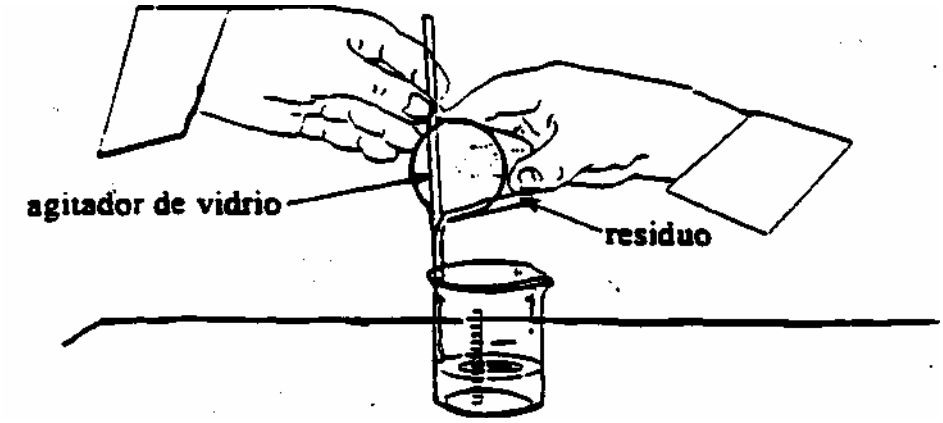

Figura 1
6. En la pregunta 4, los estudiantes deben describir cómo se puede separar las mezcla sin agitar. luego de revisar qué técnica van a usar, se les debe entregar un vaso de análisis limpio y un agitador. Si los estudiantes no hacen uso de agitador o lo usan en forma incorrecta se les debe explicar y demostrar su uso correcto. El agitador se usa para evitar que el líquido salpique y para controlar su flujo (Figura 1).